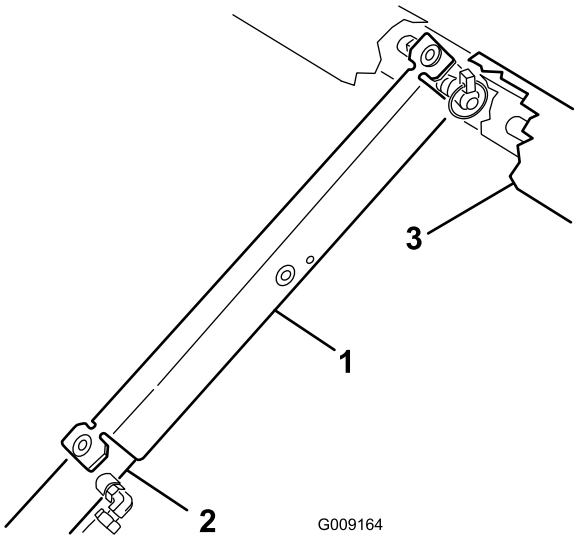

Figuur 38
3. Druk de laadbakbeveiliging op de cilinderstang, waarbij u ervoor moet zorgen dat de beide uiteinden van de laadbakbeveiliging rusten op het uiteinde van de cilinderbus en het uiteinde van de cilinderstang (Figuur 38).